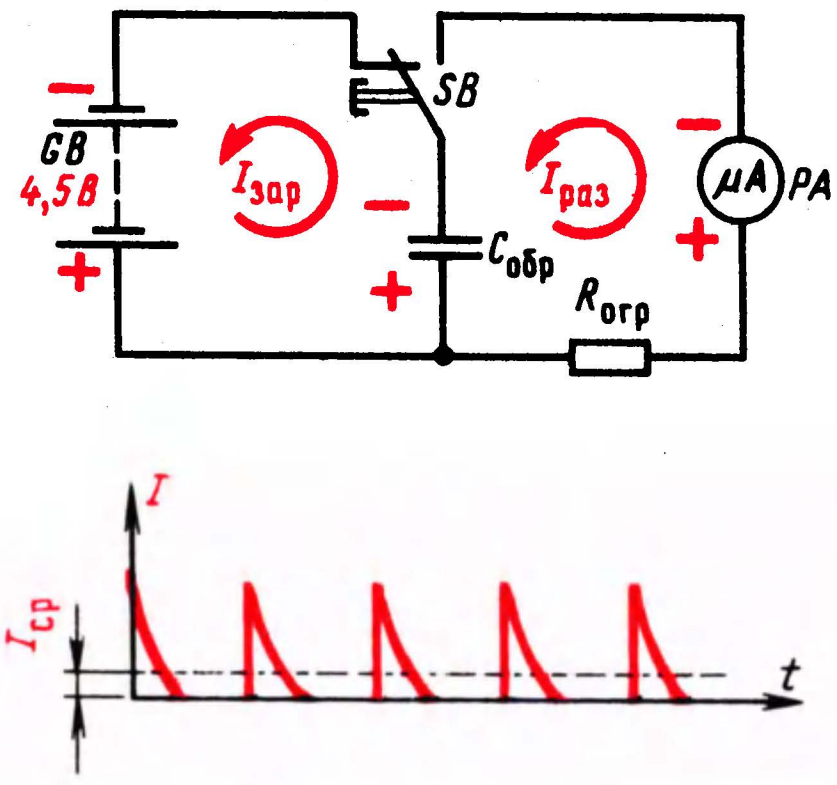

Рис. 275. Опыт, иллюстрирующий принцип работы конденсаторного частотомера
Чтобы разобраться в этом вопросе, проведи такой опыт. Соедини по схеме на рис. 275 батарею 3336 (GB), бумажный образцовый конденсатор $C_{обр}$ емкостью 0,5...1 мкФ, микроамперметр PA на ток 100...300 мкА, например микроамперметр комбинированного измерительного прибора или транзисторного вольтметра, и кнопочный переключатель SB типа КМ1-1. Последовательно с микроамперметром включи ограничительный резистор $R_{огр}$, сопротивление которого рассчитай по формуле: $R_{огр} = U_б / I_и$, где $U_б$ — наибольшее напряжение батареи, используемой для опыта; $I_и$ — ток полного отклонения стрелки микроамперметра.
Кнопочный переключатель SB подключи так, чтобы его контакты находились в положении, показанном на схеме. При этом конденсатор мгновенно зарядится до напряжения батареи. Нажми кнопку, чтобы заряженный конденсатор переключить на микроамперметр Стрелка прибора отклонится вправо, фиксируя ток разрядки конденсатора, и тут же вернется на нулевую отметку. Постарайся ритмично и возможно чаще нажимать и отпускать кнопку переключателя. С такой же частотой конденсатор будет заряжаться от батареи и разряжаться через прибор. Чем больше частота этих переключений, тем меньше будет колебаться стрелка прибора, показывая среднее значение тока через него (на графике в нижней части рис. 275 среднее значение тока $I_{ср}$). При том же образцовом конденсаторе с повышением частоты переключений прибор будет фиксировать все возрастающий ток. Таким образом, по отклонению стрелки можно судить о частоте импульсов тока, подаваемых на прибор.